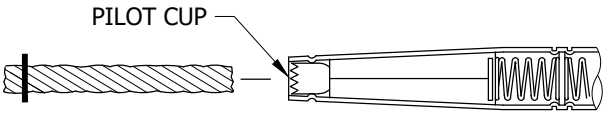
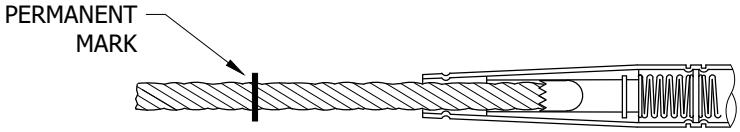

FIGURE 3
FIGURE 4
H. THE FIGURES ABOVE ILLUSTRATE THE BASIC OPERATING PRINCIPLES OF THE AUTOMATIC SLEEVES. AS THE PREPARED CONDUCTOR IS INSERTED INTO THE SLEEVE (FIGURE 3), THE JAWS ARE FORCED TOWARD THE WIDER PORTION OF THE TAPERED SPLICE BODY, PERMITTING THE JAWS TO SEPARATE AND ACCEPT THE CONDUCTOR (FIGURE 4). THE INTERNAL SPRING KEEPS THE JAWS FROM OPENING ANY MORE THAN NECESSARY. WHEN THE CONDUCTOR HAS BEEN COMPLETELY INSERTED, TENSION IS APPLIED, FORCING THE JAWS IN THE DIRECTION OF THE NARROWING TAPER, WHICH IN TURN INCREASES THE COMPRESSIVE FORCES OF THE JAWS UPON THE CONDUCTOR. AS THE LINE TENSION INCREASES, SO DOES THE GRIPPING FORCE OF THE JAWS. THESE SLEEVES ARE NOT TO BE USED IN THE TIER 2 & TIER 3 AREAS.